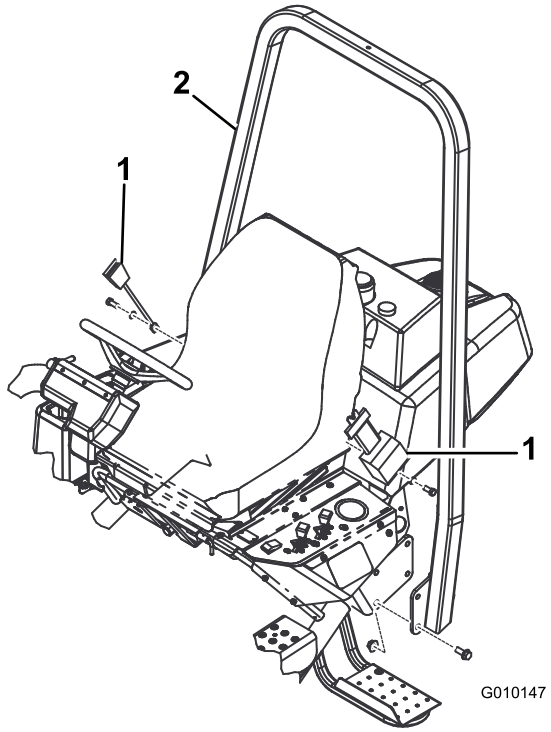

Figur 6
2. Sänk ned vältskyddets ram (Figur 6) på monteringsfästena och passa in den efter monteringshålen.